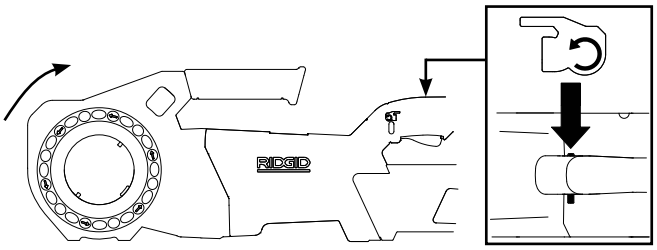

Figure 5A – Inverseur en position « Marche Avant » (sens horaire)
- Mettez l'inverseur en position « Marche Avant », puis appuyez momentanément sur la gâchette. Vérifiez que le système d'entraînement tourne bien dans le sens indiqué à la *Figure 5A* et qu'il s'arrête dès que vous lâchez la gâchette.